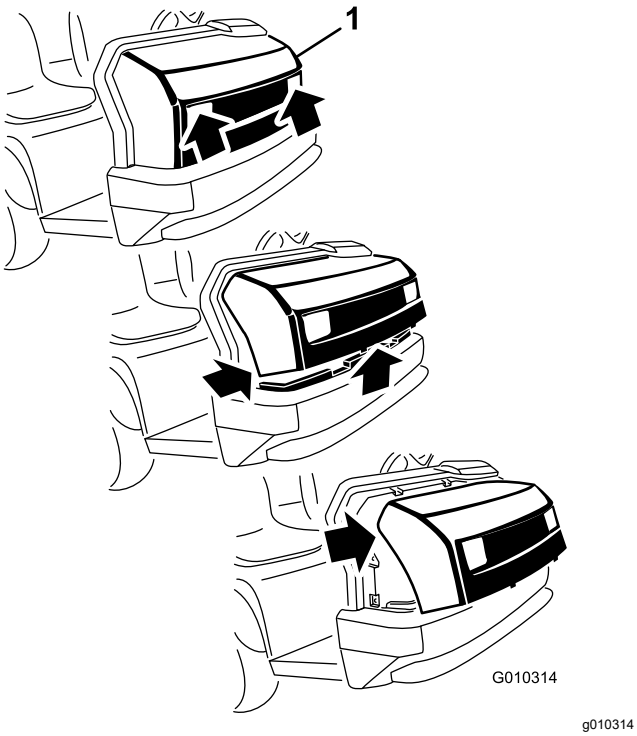

**Figur 1**
1. Mens du har fat i motorhjelmens forlygteåbninger, løfter du op i motorhjelmen for at frigøre de nederste monteringstapper fra stelrillerne (Figur 1).
2. Drej den nederste del af motorhjelmen opad, indtil du kan trække de øverste monteringstapper af stelrillerne (Figur 1).
3. Drej den øverste del af motorhjelmen fremad, og kobl ledningsstikkene fra forlygterne (Figur 1).
1. Ret motorhjelmen ind mod maskinens forende (Figur 1).
3. Drej motorhjelmen tilbage, og indsæt monteringstapperne på toppen af motorhjelmen i åbningerne i instrumentpanelet på maskinen (Figur 1).
4. Drej motorhjelmen ned, og indsæt tapperne på enden af motorhjelmen i åbningerne i kofangeren (Figur 1).